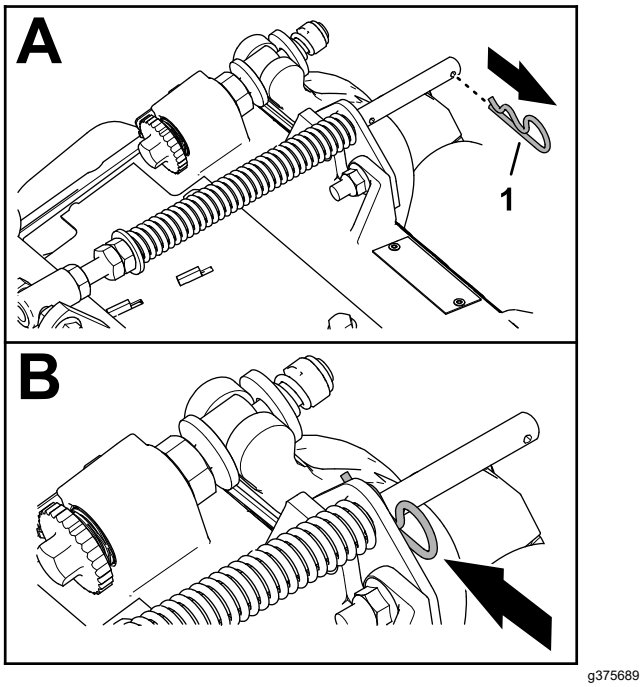

Figuur 10
1. Zit de borgpen in de achterste opening van de stang van de compensatieveer, verwijder deze dan en steek ze in de opening naast de beugel (Figuur 10).